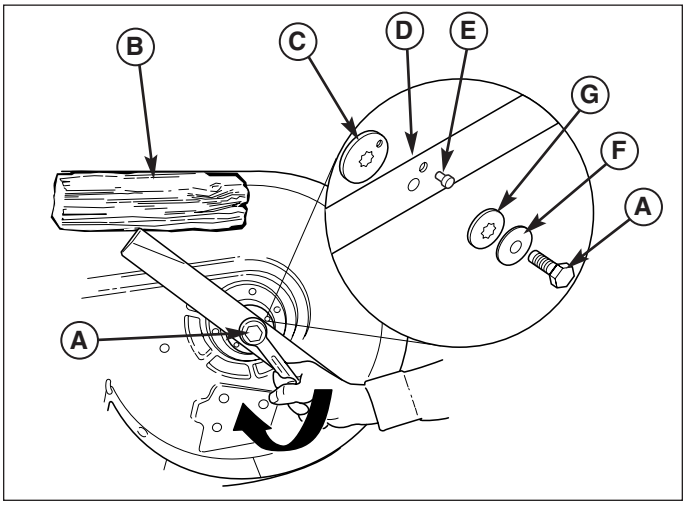
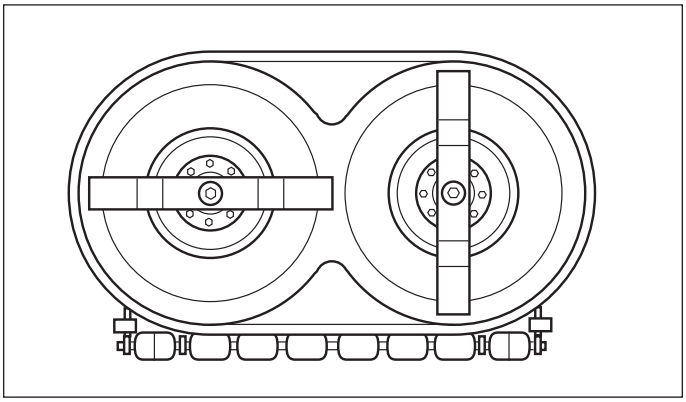

Figure 27. Blade Installation - 40” Mowers
Figure 28. Check Blade Timing
40” Mowers: Remove the capscrew (A, Figure 27), spring washer (F), spline washer (G), alignment pin (E) and blade (D). Do not remove the blade adapter (C).
40” Mowers: Be sure the blades are positioned perpendicular to each other as shown in Figure 37. If not, perform the Mower Blade Timing procedure found in this section. Reinstall the spline washer (G, Figure 27), spring washer (F) and capscrew (A). Use a wooden block (B) to prevent blade rotation while tightening the capscrew (A) to 61-75 N.m (45-55 ft. lbs.).
2. Turn the mower deck over and check the position of the blades. The blades must be positioned perpendicular to each other as shown in Figure 28. If not, proceed to step 3.
4. Remove the capscrew (A, Figure 27), spring washer (F), and spline washer (G).
5. Remove the alignment pin (E, Figure 27). Rotate the blade (D) manually until the blades are perpendicular to each other as shown in Figure 28. It may be necessary to remove and rotate the blade adapter (C) to align the blade hole and adapter hole.
6. Reinstall the alignment pin (E), spline washer (G), spring washer (F) and capscrew (A). Use a wooden block (B, Figure 27) to prevent blade rotation while tightening the capscrew (A) to 61-75 N.m (45-55 ft. lbs.).